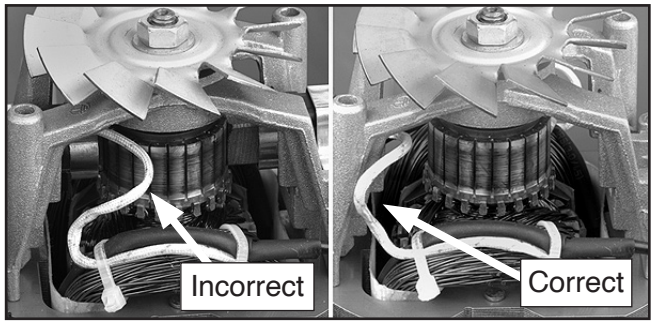

Figure 42. Safe power wire routing.
14. When brush housings are installed, make sure to route brush power wires well away from commutator, as shown in **Figure 42**, or commutator will wear into wire, causing electrical short.